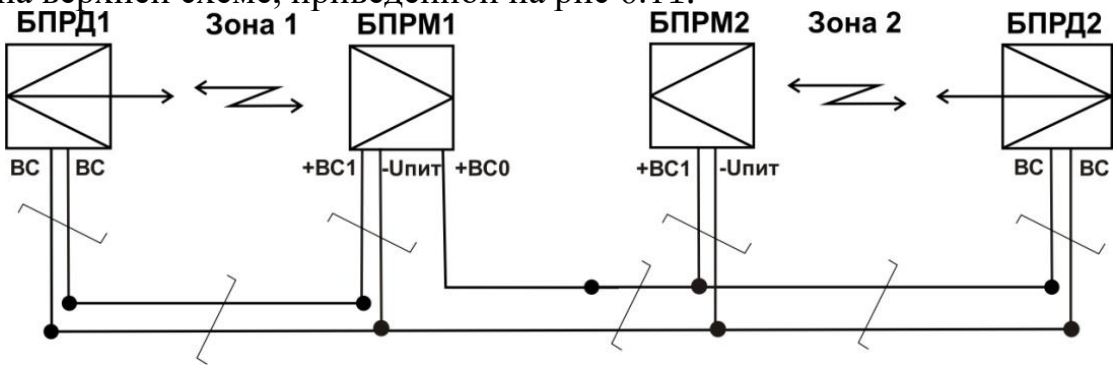

Рис.6.12
6.3.5.3 Схема подключения проводов при подключении проводной синхронизации для двух комплектов извещателей модификации «С» см. на рис. 6.12, схема аналогична верхней схеме, приведенной на рис 6.11.